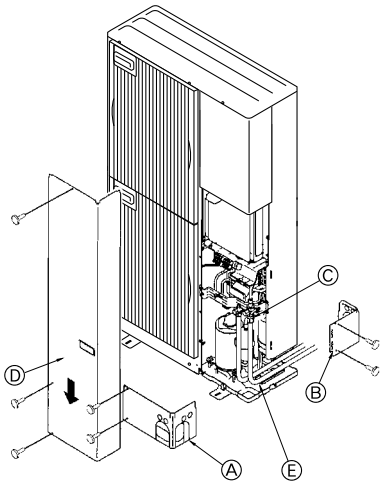

Fig. 4-4
4.3. Прокладка труб хладагента (Fig. 4-4)